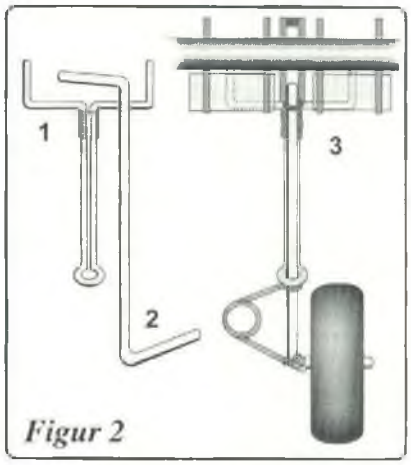

Figur 2
Figur 2: Denna illustration visar hur fällbenet (1) kan ändras och monteras i en standard spårlist i en vinge (3). Landställsbenet (2) går i en styrkuliss och man kan enkelt förse landstället med olika typer av fjädrar.